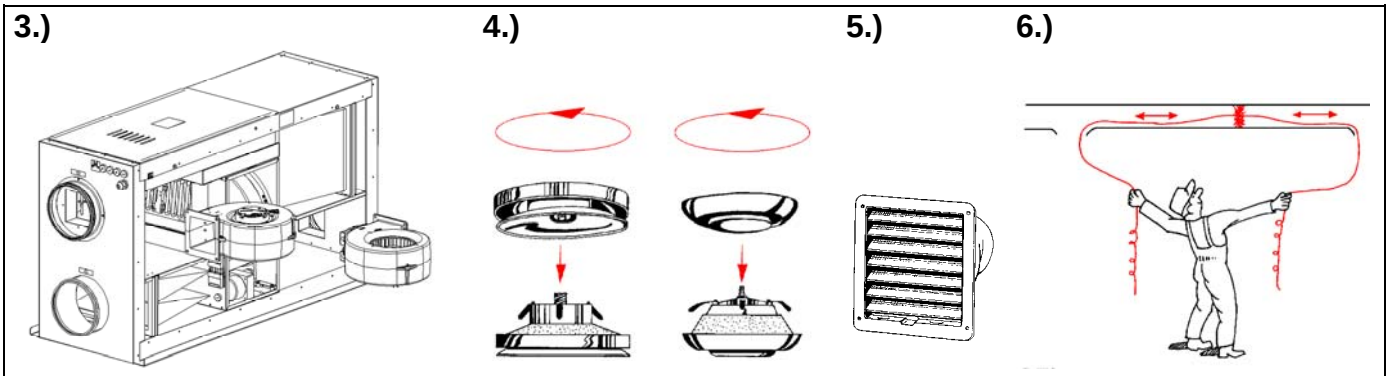

Fig. 6
2. **Kontroll av varmeveksler (hvert 3. år) Fig. 6**
2. **Kontroll av värmeväxlare (1 gång per år) Fig. 6**
2. Wartung des Tauschers (alle 3 Jahre) Fig. 6
2. Checking the heat exchanger (every 3 years) Fig. 6
N VEDLIKEHOLD (Fig. 6)
S SKÖTSEL (Fig. 6)
D WARTUNG (Fig. 6)
GB MAINTENANCE (Fig. 6)